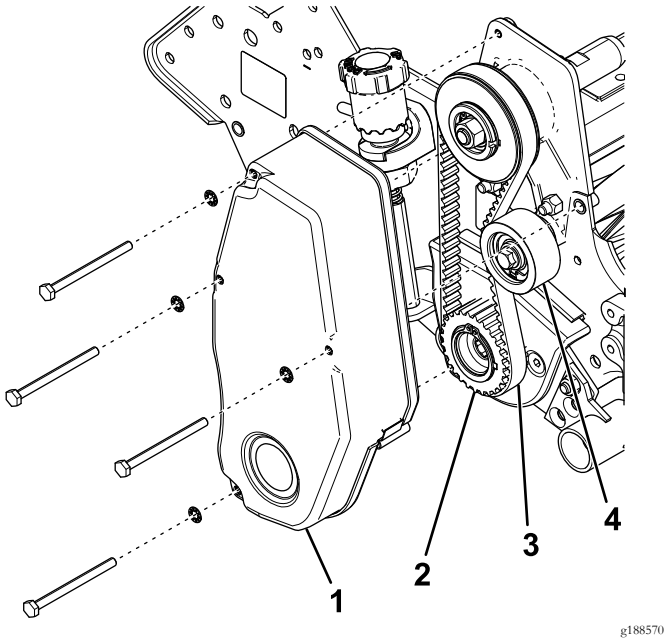

**Figur 12**
4. Montera drivskivan på cylinderaxeln (Figur 12).
7. Montera cylinderdrivremmens kåpa på sidoplåten (Figur 12).